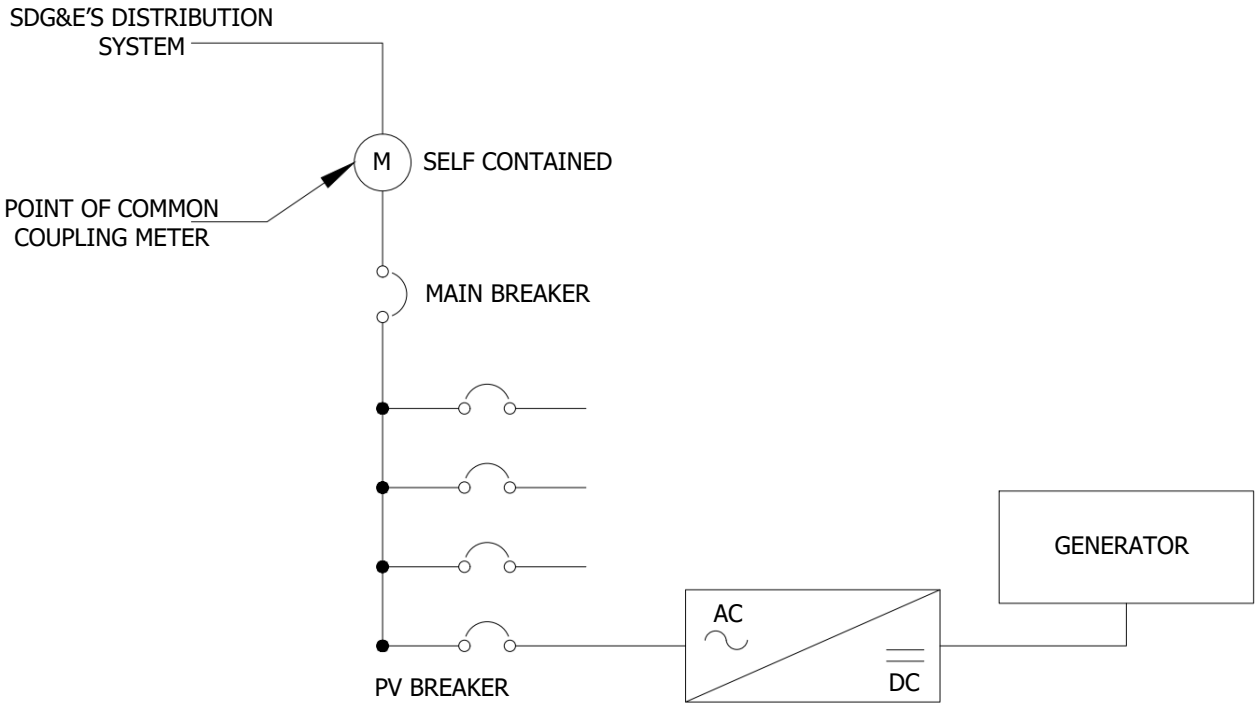

FIGURE 1
e. CUSTOMERS SHALL INSTALL PLAQUES AT ALL AC DISCONNECTS CLEARLY STATING THEIR PURPOSE IS FOR OPERATION BY THE UTILITY OR AUTHORIZED EMERGENCY RESPONDERS. REFER TO THE FOLLOWING FIGURES 1 – 3 AND NOTES.